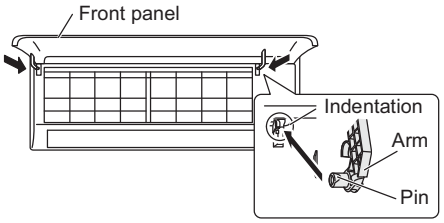

Fig. 1-70
(1) While aligning the top edge of the grille with the frame, move the grille horizontally and insert the top and bottom into the frame.
(2) Press the grille firmly with your hand to ensure no gap exists between the frame and grille.
(3) Tighten the 6 screws. And fix the removed covers in place.
(4) Grasp the sections near the front panel arms on both sides, and hold the front panel so that it is nearly horizontal. Push the arm shafts towards the outside so that they come into contact with the top of the indentations on the right and left sides of the air conditioner. Then push firmly until the arm shafts click into place. (Fig. 1-70)
(5) Remount the lower flap.